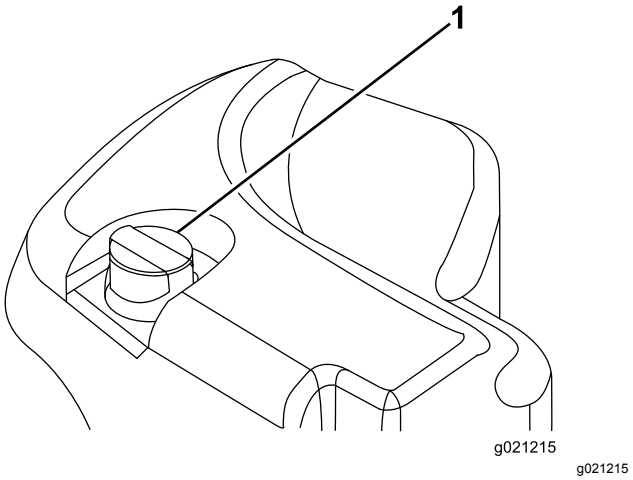

Figur 29
2. Gör rent omkring påfyllningsröret och hydraultanklocket (Figur 29). Skruva av tanklocket på påfyllningsröret.